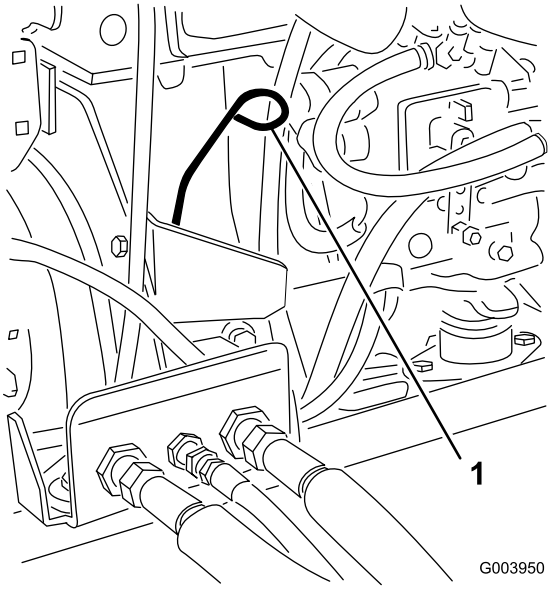

Figur 33
3. Ta ur oljestickan, torka av den och sätt tillbaka den igen (Figur 33).